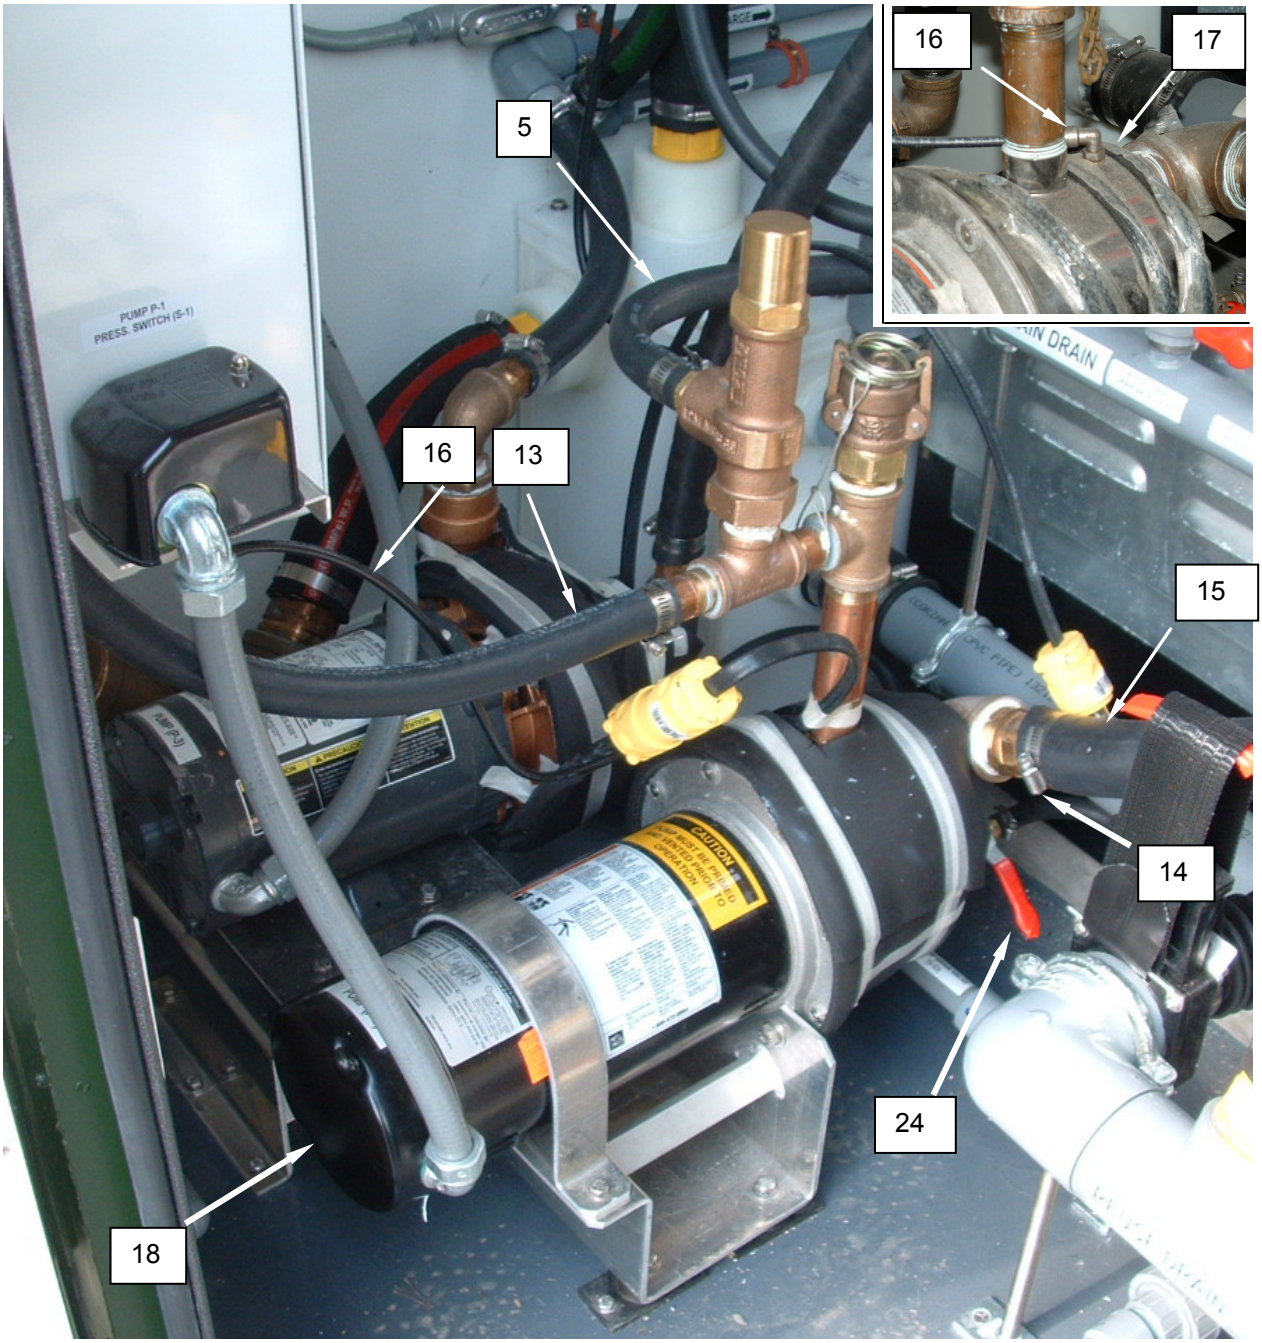

Figure 12. Replace the Pump Motor.
2. Open P-1 pump drain valve **(Figure 12, Item 24)** and allow pump to drain
4. Loosen hose clamp retaining discharge hose **(Figure 12, Item 13)**, and remove hose.
5. Loosen hose clamp retaining pressure relief valve hose **(Figure 12, Item 5)**, and remove hose.
6. Loosen hose clamp retaining drain hose **(Figure 12, Item 14)**, and remove hose.
7. Loosen hose clamp retaining pump suction hose **(Figure 12, Item 15)**, and remove hose.
8. Loosen compression nut retaining pressure switch tubing **(Figure 12, Item 16)** to pump casing **(Figure 12, Item 17)**, and remove tubing.
9. Remove the screws retaining the pump end cover **(Figure 12, Item 18)**, and remove the pump end cover.